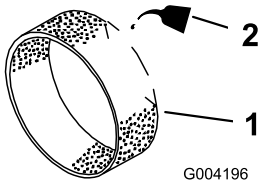

Figur 15
3. Giv forfilteret (Figur 15) 29,6-59,1 ml olie.